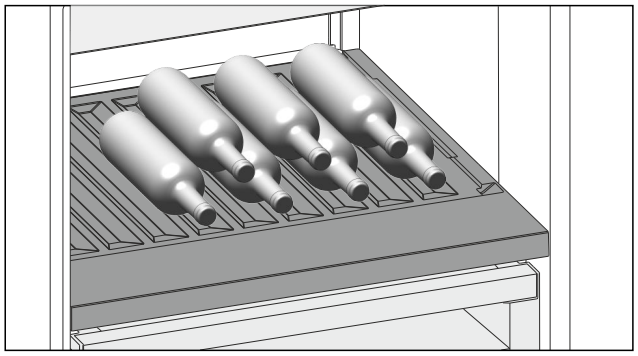

Fig. 224 Example illustration
▶ Place bottles in the back row with their bases against the back wall. (see Fig. 224)